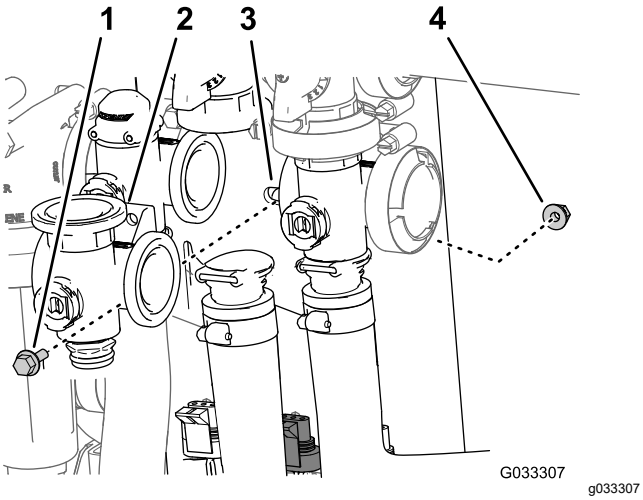

Figura 71
3. Remova o parafuso de cabeça flangeada e a contraporca flangeada que prendem a válvula de agitação ao suporte da válvula e remova o coletor da válvula da máquina (Figura 71).